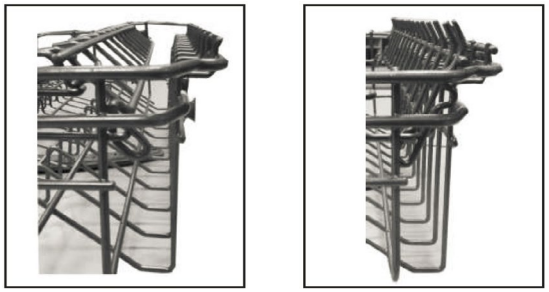

Rys. 9
- Etażerkę można przechylać i ustawiać jej wysokość zgodnie z wymaganiami (Rys. 9).
- Jeżeli nie zmieszczą się one w koszu, można ułożyć je na etażerkę górnego kosza (Rys. 9).